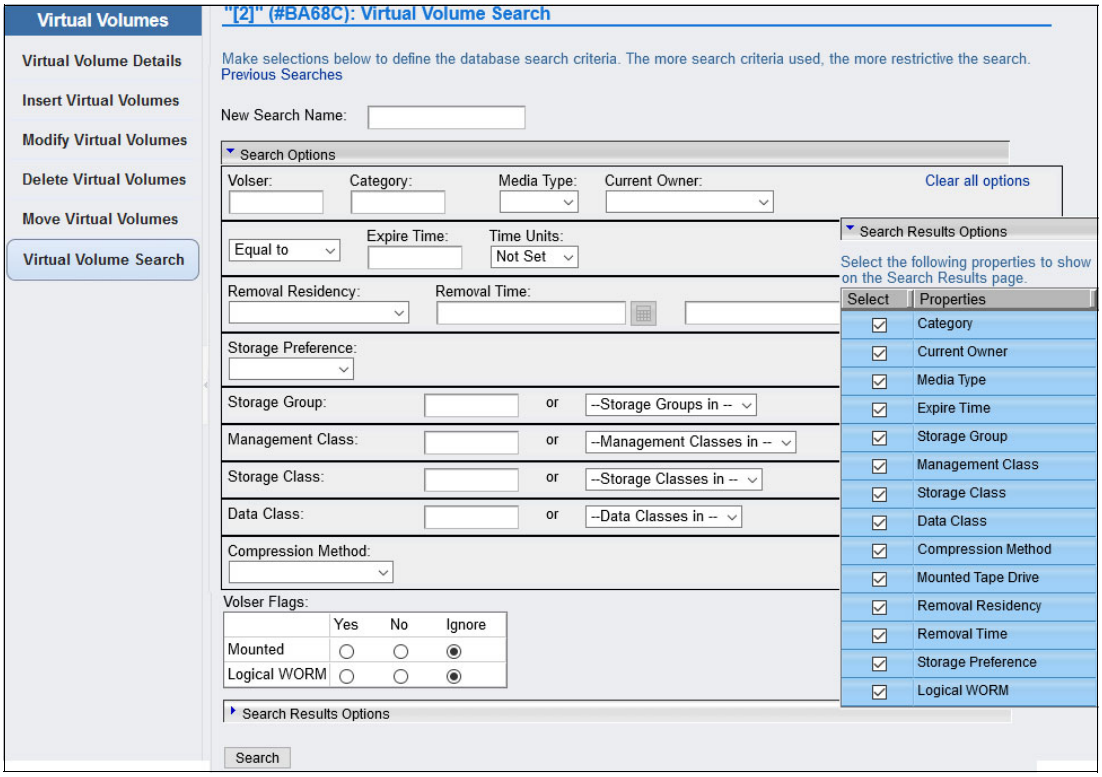

Figure 9-52 MI Virtual Volume Search entry window
By using the window that is shown in Figure 9-52 on page 431, you can search for virtual volumes in a specific TS7700 cluster by way of one of the following parameters:
When looking for the results of earlier searches, click **Previous Searches** in the Virtual Volume Search window (see Figure 9-52).
1. Click the down arrow that is next to the **Search Results Option** (see Figure 9-52 on page 431) to open the Search Results Options table.